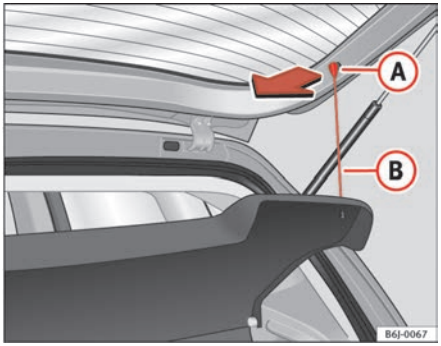

Fig. 84 Stowage tray
– Disengage the loops ⇒ fig. 84 (B) from the retaining pins (A)